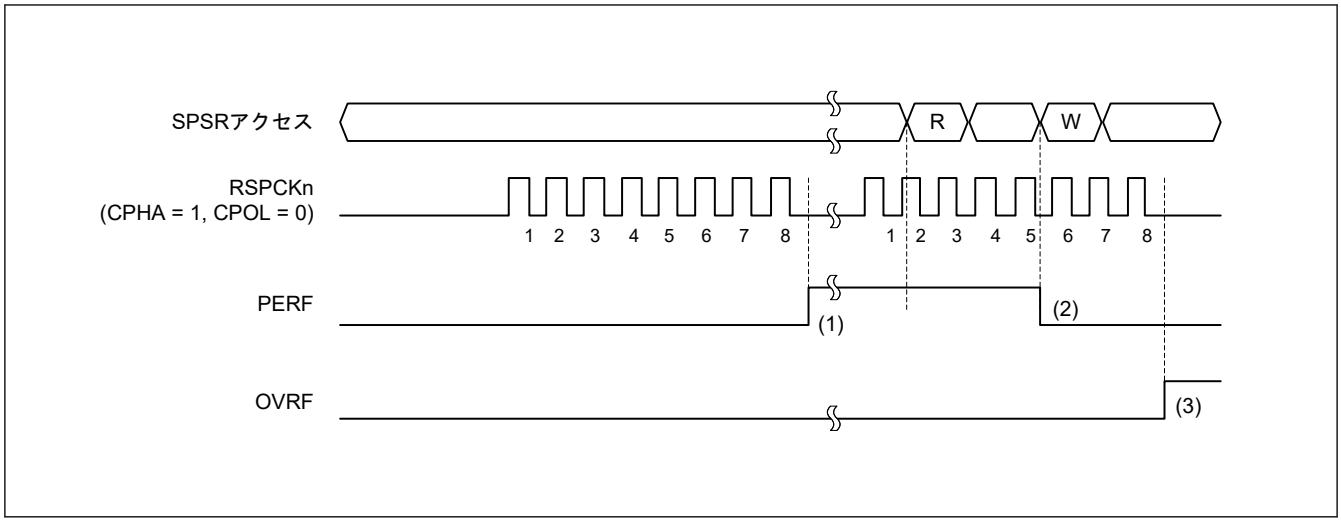

図 30.42 OVRF フラグおよび PERF フラグの動作例
図 30.42 に、OVRF フラグと PERF フラグの動作例を示します。図 30.42 に記載の SPSR アクセス は、SPSR レジスタへのアクセス状況を示しています。W は書き込みサイクル、R は読み出しサイクルを示しています。この例では、SPCR.TXMD ビットが 0、SPCR2.SPPE ビットが 1 の状態で全二重同期式シリアル通信を行います。SPCMDm.CPHA ビットが 1、SPCMDm.CPOL ビットが 0 の設定で、SPI が 8 ビットのシリアル転送を実行しています。RSPCKn 波形の下に記載した数字は、RSPCK サイクル数（= 転送ビット数）を示しています。
以下に、図 30.42 の (1)～(3) に示したタイミングでのフラグの動作内容を説明します。